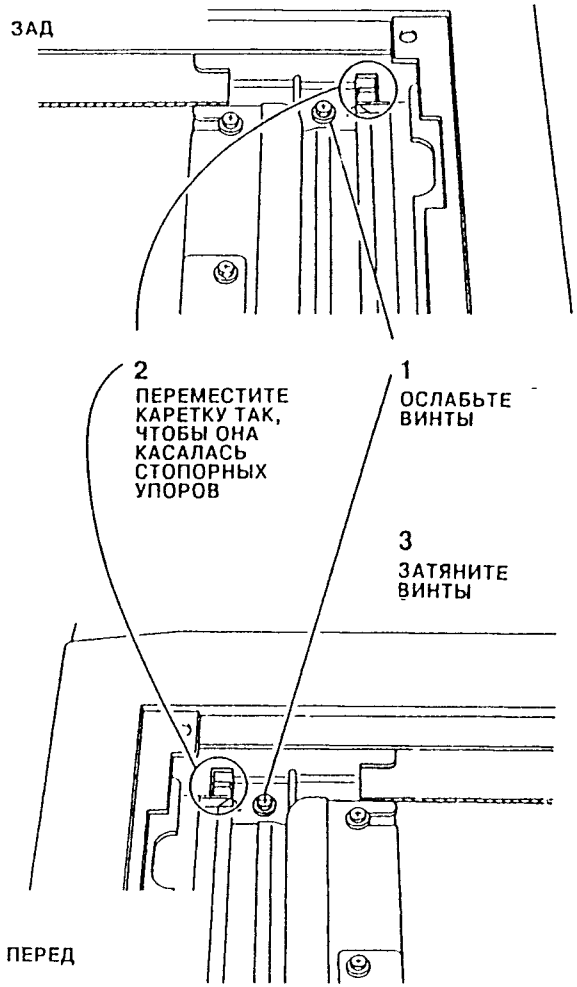

Рис. 5. Регулировка каретки полной скорости
1. Ослабьте винты (2 штуки) каретки полной скорости, смотрите Рис. 5.
3. Прижмите каретку полной скорости к стопорным упорам и затяните 2 винта, смотрите Рис. 5.
1. Отрегулируйте положение каретки полной скорости так, чтобы каретка касалась стопорных упоров спереди и сзади (смотрите Рис. 5).